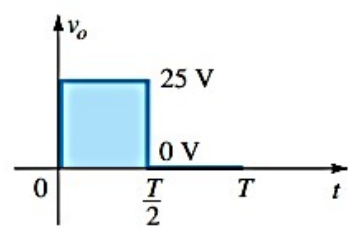

Fig. 13
- The resulting output voltage appears in **Fig. 13**.